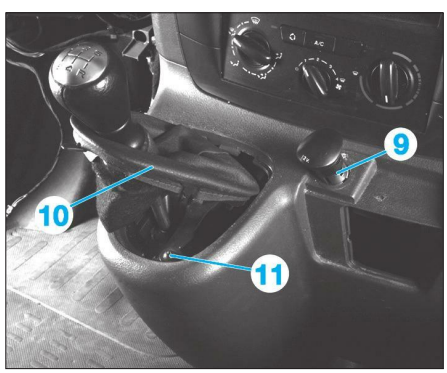

**Fig. 13**
• Déposer l'allume-cigare (9) **(Fig.13)**.
• Dégrafer le soufflet du levier de vitesses (10).
• Déposer la vis de fixation supérieure (11) de la console centrale de plancher.